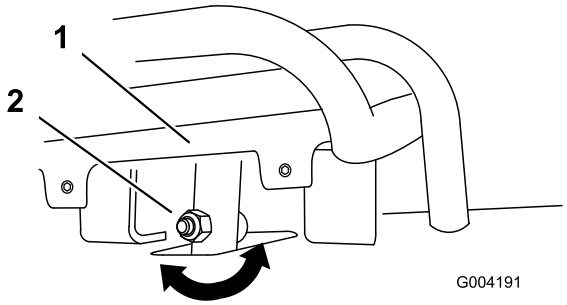
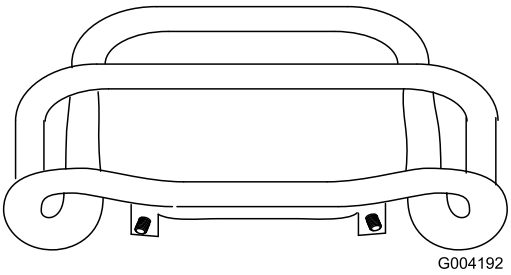

Figuur 51
Figuur 52
4. Als de voorzijde van de tractiebediening niet gelijk en recht tegen de referentiebalk rust, draai dan de flensmoer en bout van de tractiebediening los (Figuur 51).
5. Stel de tractiebediening zo af, dat deze gelijk en recht tegen de referentiebalk rust als de bediening recht naar achteren wordt getrokken (Figuur 51 en Figuur 52).